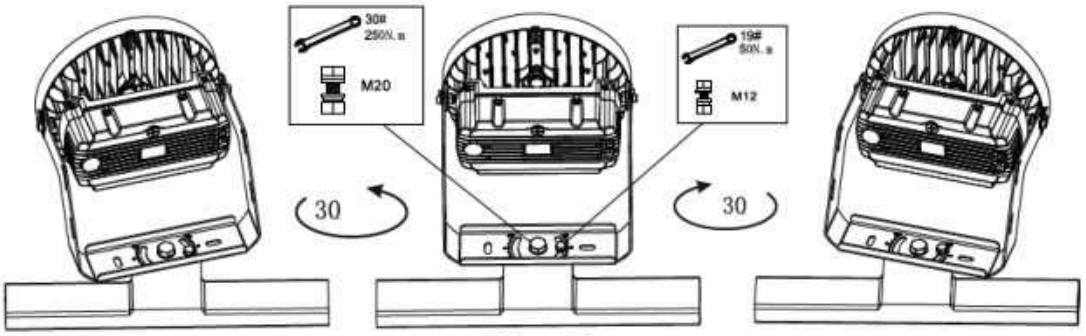

Figure 6
STEP 1: Set the up/down orientation by loosening the (2) bolts in the knuckle of the Universal Mount and turning the knuckle, then re-torque the bolts. (Figure 6)